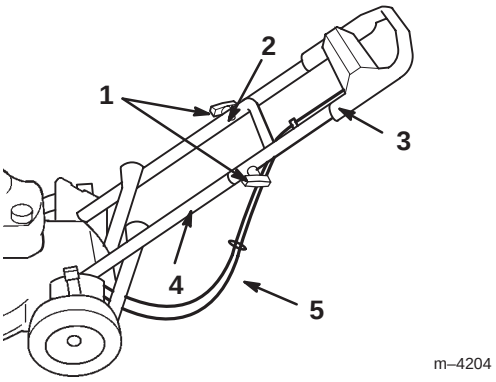

Figur 3
2. Välvd handtagsbult (2)
6. Se till att kablarna dras under och bakom det nedre handtaget enligt anvisningarna i figur 3.